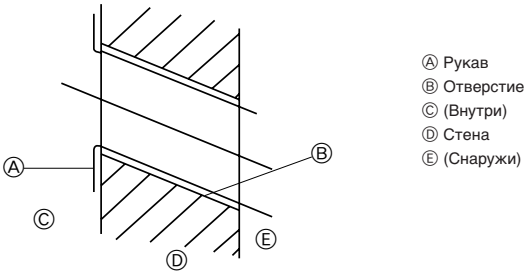

Fig. 3-2
3.1.2. Сверление отверстия для руб (Fig. 3-2)